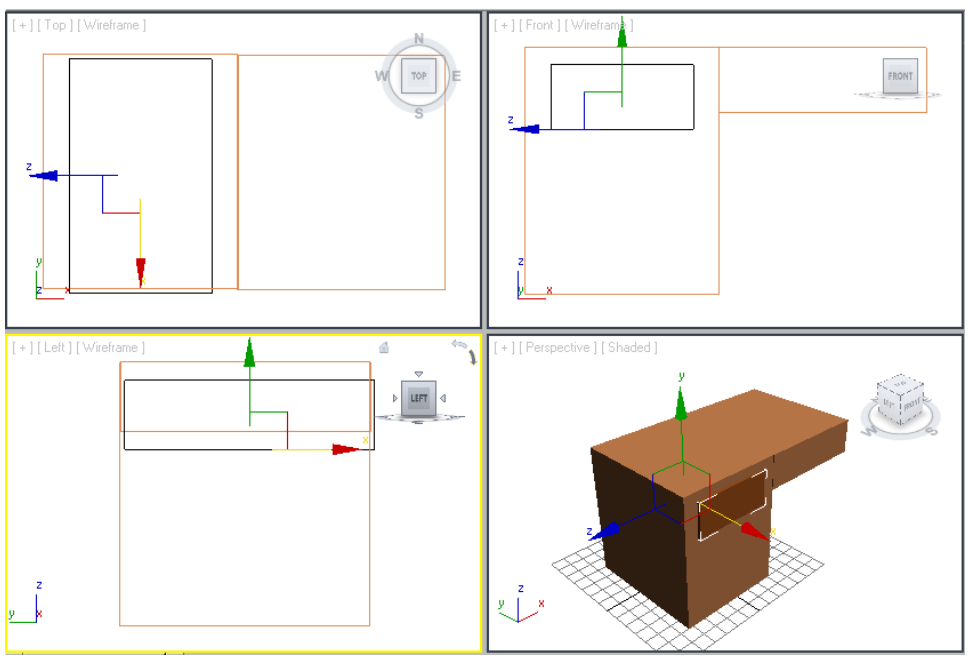

Figure 3-23 *Alignment of the drawer001 with the left box*
4. Align the *drawer001* with the *left box* in all viewports using the **Select and Move** tool, as shown in Figure 3-23.